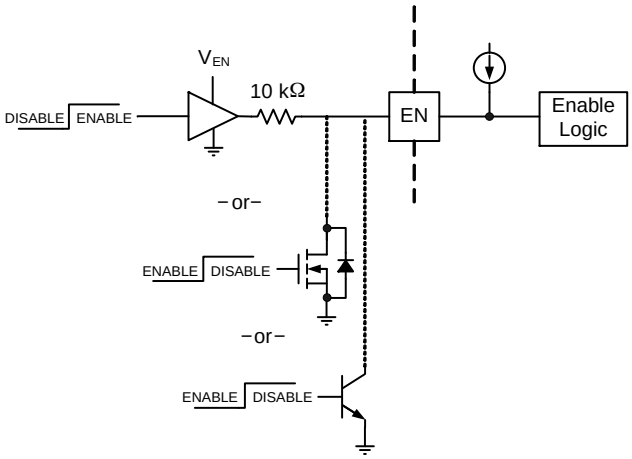

Figure 27. Enable Circuits: Push−Pull, Open−Drain, or Open−Collector
The device has an enable pin (EN) with internal 50 μA pullup current. This gives the user the option of driving EN with a push−pull or open−drain/collector enable signal. When driving EN with an external logic supply a 10 kΩ series current limiting resistor must be placed in series with EN. See Figure 27. The maximum enable threshold is 3.4 V. If no external drive voltage is available, the internal pullup can be used to enable the device, and an open drain/collector input, such as a MOSFET or BJT can be used to disable the device. A capacitor connected between EN and ground can be used with the internal pullup current source to provide a fixed delay to turn−on and turn off. See Equation 1.